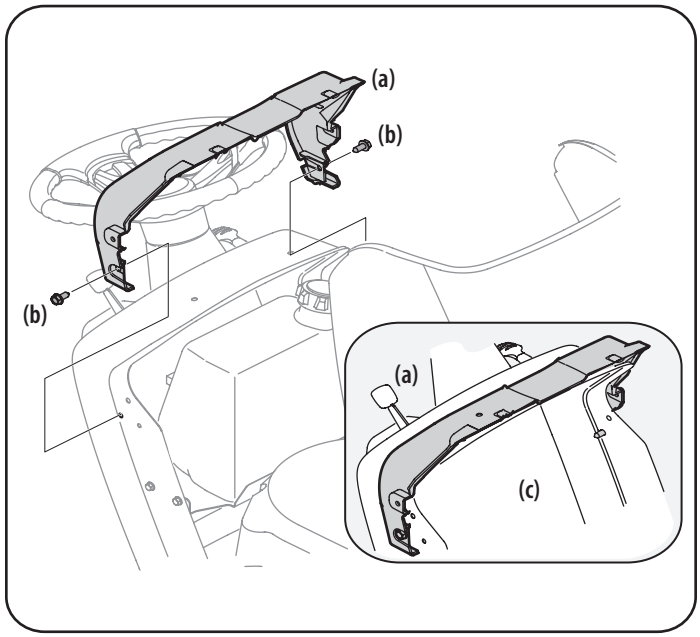

Figura 7
1. Si la cubierta de instrumentos (a) fue despachada suelta, los herrajes para fijar la cubierta de instrumentos (a) se despacha instalada en la cubierta de instrumentos (a). Extraiga los dos pernos (b) que sujetan la cubierta de instrumentos (a). Consulte la Figura 7.
2. Monte la cubierta de instrumentos (a) y alinee los orificios de montaje. Consulte la Figura 7.
3. Fije la cubierta de instrumentos (a) al panel (c) con los pernos (b) que retiró en el Paso 1. Consulte la Figura 7.